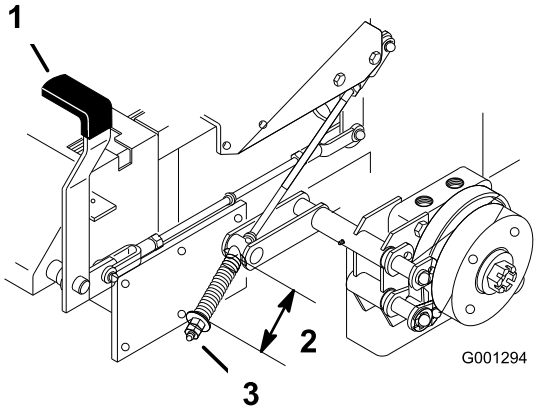

Figur 59
2. Mät fjäderns längd. Avståndet mellan brickorna ska vara 64 mm (Figur 59).
3. Frigör parkeringsbromsen om en justering krävs, och lossa sedan kontramuttern under fjädern och justera muttern direkt under fjädern (Figur 59). Vrid muttern tills korrekt mått uppnås. Vrid muttern medsols för att förkorta fjäderlängden och vrid motsols för att förlänga fjädern.